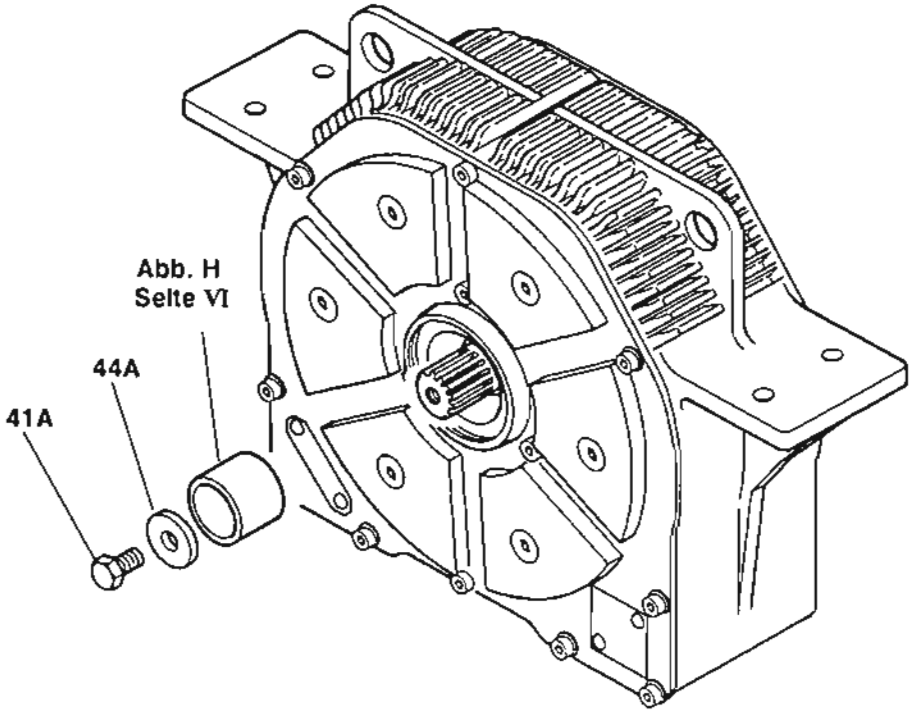

Abb. 28
- Den Retarder aus der Halterung ausbauen und wieder in Senkrechtstellung bringen (Abb. 28).